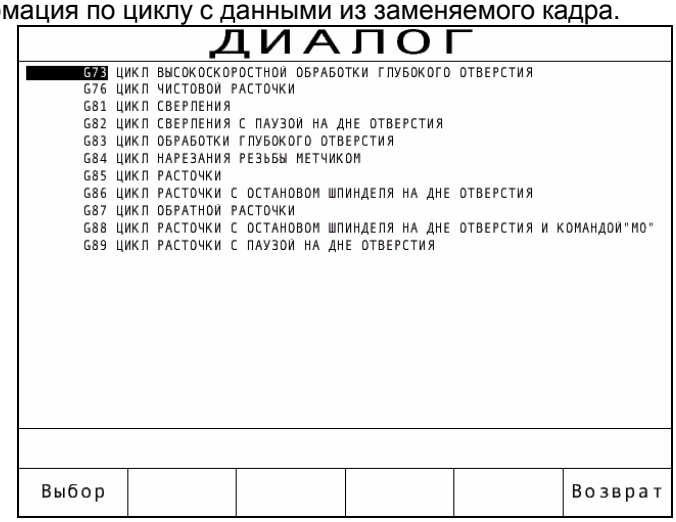

Рис. 5.6
Для выполнения замены кадр должен содержать подготовительную функцию, определяющую какой-либо постоянный цикл (см. рис. 5.6), причем G-функция, определяющая цикл, должна стоять ***в кадре первой***.
2) нажать одновременно клавиши CTRL и F2 ("Диалог/Ввод цикла"). На экране индицируется список G-функций для программирования циклов (рис. 5.6);